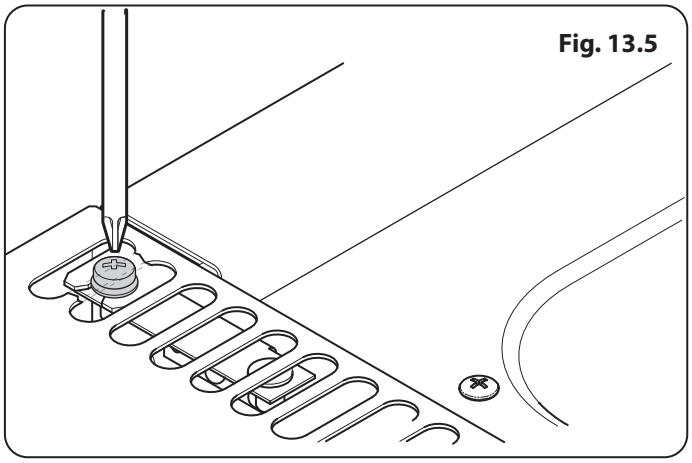

Fig. 13.5
1. Afloje un tornillo en la ventilación (**Fig. 13.5**).